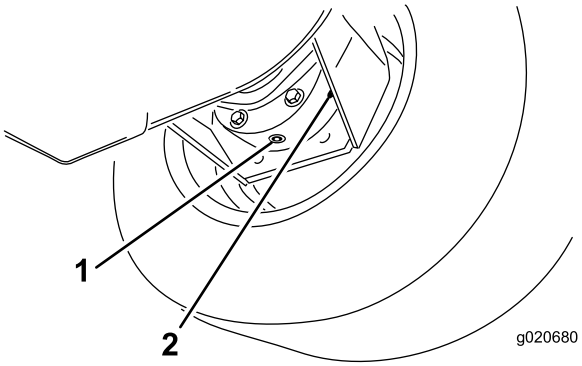

Figur 62
3. Placera ett kärl under bromshuset, ta bort pluggen och låt oljan rinna ned i kärlet (Figur 62).